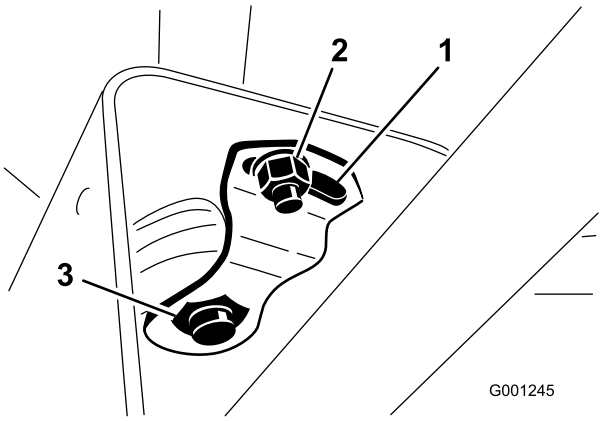

Figur 70
2. Skub kappen op ad ratakslen for at blotlægge drejebeslaget (Figur 70).
3. Løsn den lille møtrik, og drej drejebeslaget, indtil det spænder den store møtrik nedenunder (Figur 70).